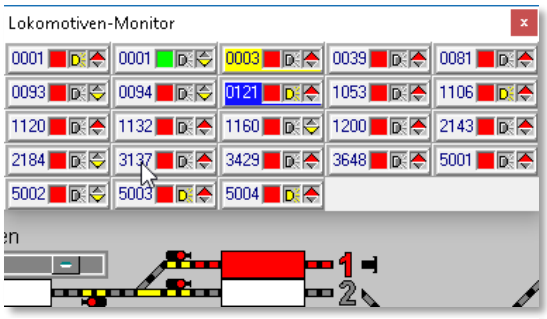

Abb. 14.57 Die Position der Lok wird mit einem rot ausgefüllten Zugnummernfeld angezeigt
Die Funktionssymbole, welche eine Soundfunktion repräsentieren (z.B. Fahrgeräusch) sind in der Funktionssymbol-Datei mit einem entsprechenden Merkmal (S) versehen und werden bei Aufruf dieser Programmfunktion abgeschaltet. Die Abb. 14.57 zeigt einen Ausschnitt aus der Fahrzeug-Datenbank in der eine Soundfunktion zugeordnet ist. Diese würde bei der hier beschriebenen Programmfunktion abgeschaltet werden.